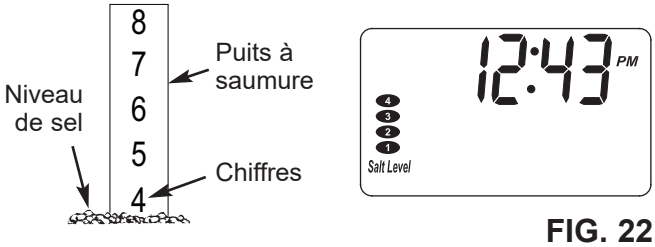

FIG. 22
3. Appuyez sur le bouton SET SALT LEVEL (régler le niveau de sel) jusqu'à ce que les ellipses noires correspondent au niveau de sel (voir la figure 22). Au niveau 2 ou moins, le voyant « Low Salt Level » (bas niveau de sel) s'affichera en clignotant.